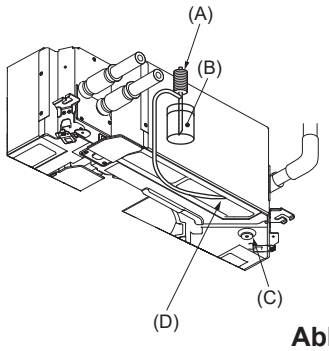

Abb. 7-6
7.4. Kontrolle der Entleerung (Abb. 7-6)